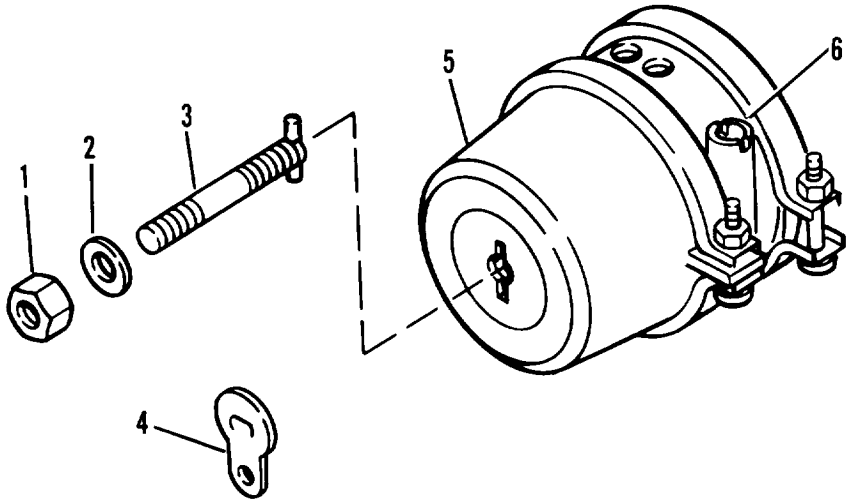

Figure 4-31. Uncaging failsafe
b. Slowly loosen nut (1, figure 4-31) and washer (2) on release tool (3). Remove nut (1) and washer (2).
c. Turn release tool (3) 1/4 turn counterclockwise to unlock from manual release position. Remove release tool (3).
d. Install plug (4) on air brake chamber (5).
e. Insert release tool (3) in mounting hole (6) in air brake chamber (5). Secure release tool (3) with washer (2) and nut (1).